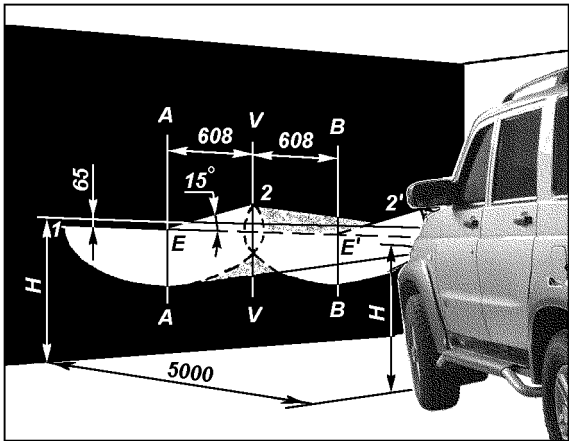

Рис. 9.41. Разметка экрана для регулировки фар:
1. Установите полностью заправленный и снаряженный автомобиль с нормальным давлением воздуха в шинах и нагруженным сиденьем водителя 750 Н (75 кгс) на ровной горизонтальной площадке на расстоянии 5 м от экрана со специальной разметкой (рис. 9.41).